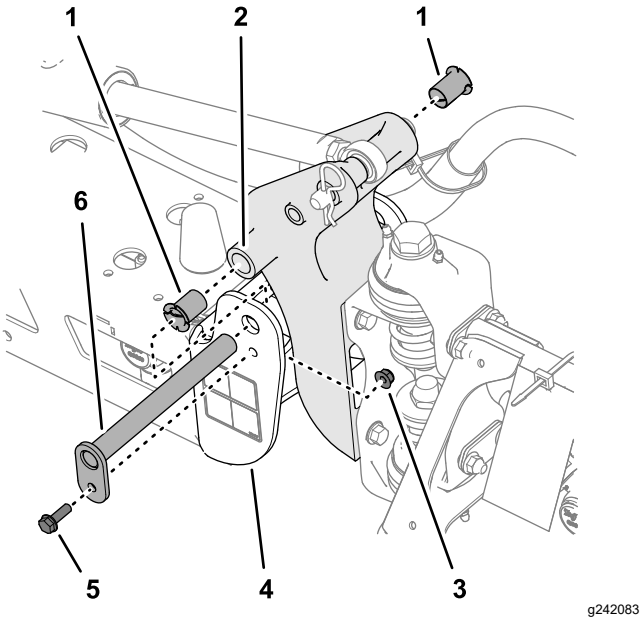

Figure 113
3. Remove the bolt and nut that secure the pivot pin, and remove the pin (Figure 113).
5. Remove and inspect the nylon bushings from the front and back sides of the pivot bracket (Figure 113).
6. Lubricate the nylon bushings with a small amount of oil, and install the bushings into the pivot bracket (Figure 113).
7. Align the holes in the pivot bracket with the holes in the end channel (Figure 113).